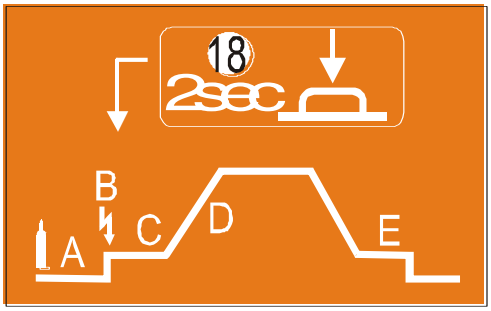

Bild 3.8: Darstellung des Spezialmodus auf dem Bedienfeld
Die Zuordnung der Buchstaben zu den Einstellmöglichkeiten ist durch die Wahl der Buchstaben und durch die Darstellung der Stromkurve beim Spezialmodus auf dem Bedienfeld jederzeit leicht möglich. Wie in Bild 3.8 gezeigt sind die Gasvorströmzeit (A), die Zündenergie (B), der Startstrom (C), die Stromanstiegszeit (D) und der Endkraterstrom (E) durch die Darstellung auf dem Bedienfeld zugeordnet .